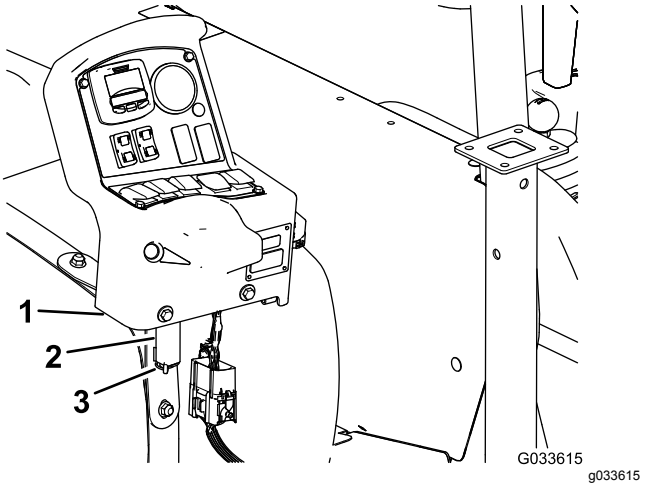

Figur 132
7. Fjern konsollen fra konsolmonteringsbeslaget ved maskinens instrumentbræt, og ret drejetappen på kontrolkonsollen ind efter opbevaringsbeslaget på den forreste tankrem (Figur 132). Se Montering af kontrolkonsollen på maskinen (side 20).
8. Sæt konsollen på beslaget, og fastgør drejetappen til beslaget med låseclipsen (Figur 132).